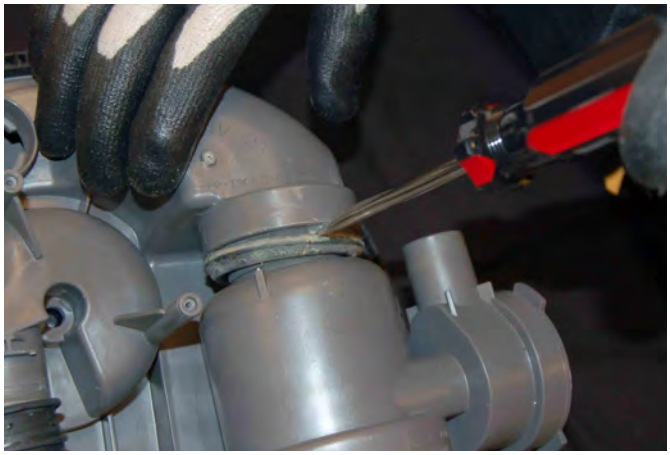

Figure 3
4. Use a screwdriver to gently loosen the seal between the grommet and the sump assembly (see Figure 3).